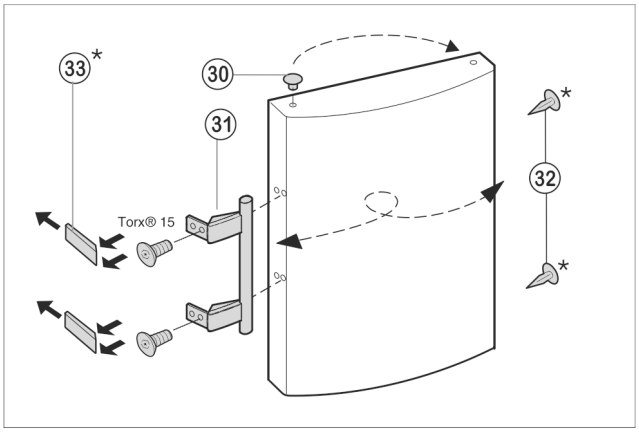

Fig. 8
- ▶ Enlever le bouchon *Fig. 8 (30)* du coussinet de la porte et le mettre de l'autre côté.
- ▶ Démonter la poignée de porte *Fig. 8 (31)*, le bouchon *Fig. 8 (32)* et les plaques d'appui *Fig. 8 (33)* puis les repositionner sur le côté opposé